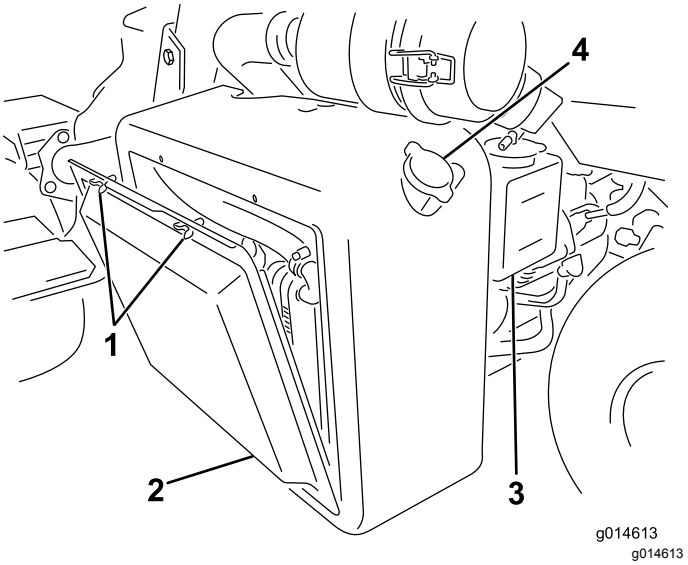

**Figur 35**
1. Afmonter kølergitteret (Figur 35).
2. Kontroller kølervæskestanden (Figur 35 og Figur 36).